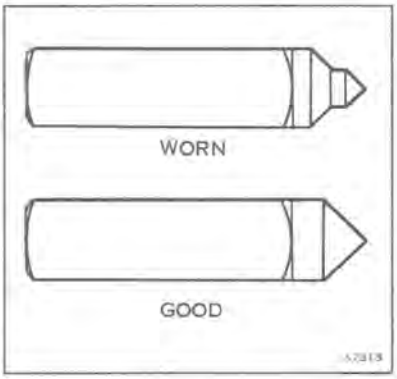

Figure 6-5
b. Inspect the inlet needle valve for grooves, nicks, or scratches. If any are found, replace float valve assembly. See Figure 6-5. Gum or varnish on the needle valve must be removed with OMC Accessory Engine Cleaner. DO NOT attempt to alter the shape of the needle valve.